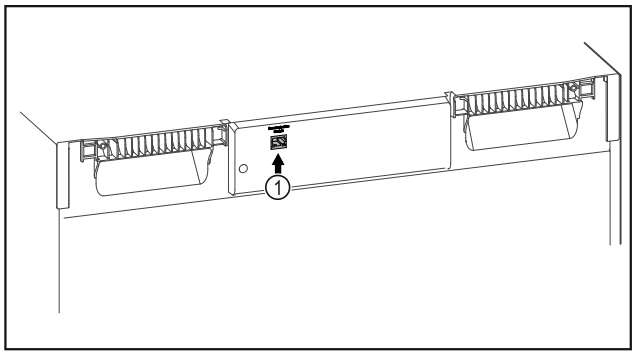

Fig. 145
❑ SmartModule *Fig. 145 (1)* este instalat.